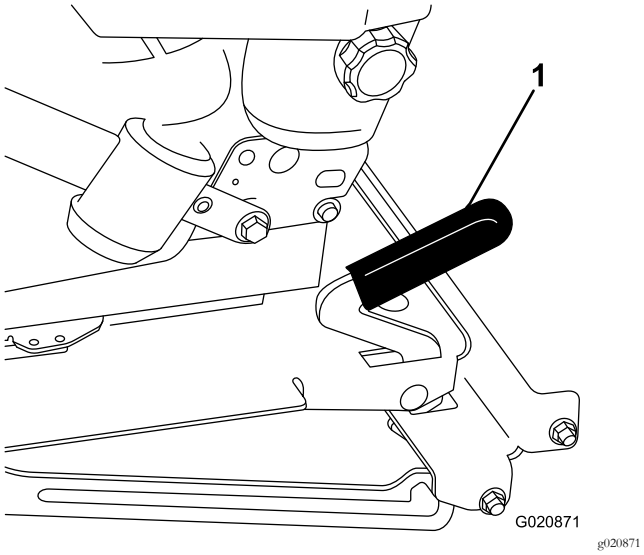

Figur 33
2. Træk sædelåsegrebet frem, og løft op for at frigøre sædet (Figur 33).